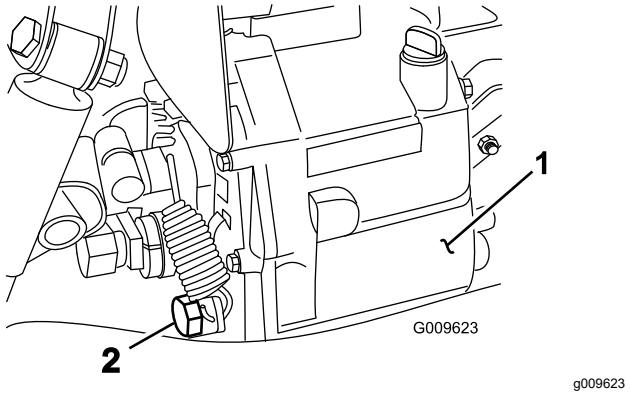

Figura 69
4. Retire o tampão de escoamento da parte lateral do reservatório e deixe o fluido hidráulico escorrer para o recipiente (Figura 69).